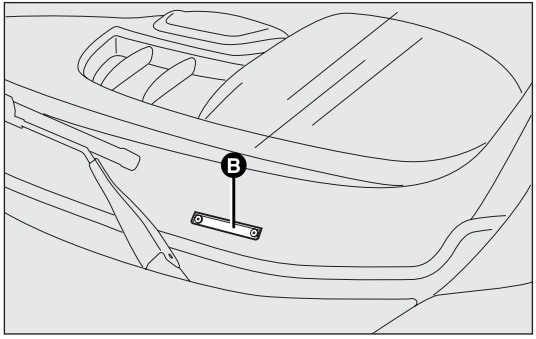

fig. 194 F0V0117m
– on the lower part of the windscreen B-fig. 194